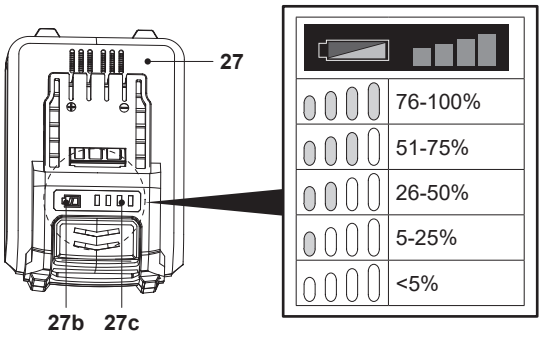

Fig. 9
A bateria (27) está equipada com indicadores da capacidade da bateria (27c), que servem para indicar a capacidade restante da bateria. Prima o botão de capacidade da bateria (27b) para verificar a respetiva capacidade (Fig. 9). Os LED ficam acesos durante cerca de 3 segundos.